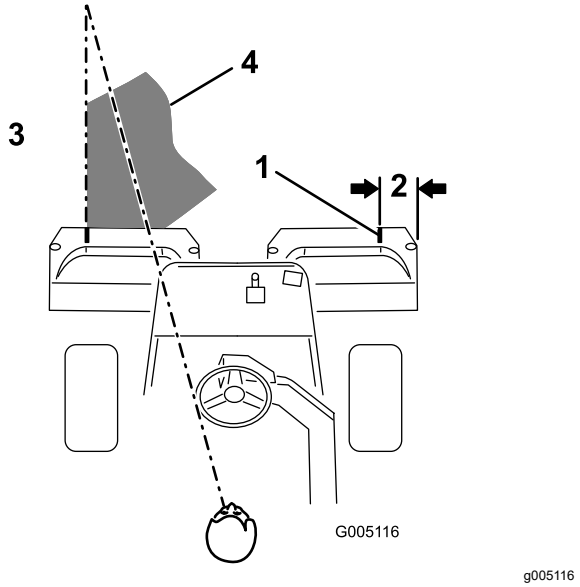

**Figur 28**
**Bemærk:** Forestil dig en lige sigtelinje ca. 1,8-3 m foran maskinen frem til kanten af den uklippede del af greenen (Figur 28) som hjælp til at bevare en lige linje på tværs af greenen og for at holde maskinen i en tilsvarende afstand fra kanten af den tidligere klipning. Medtag rattets ydre kant som en del af sigtelinjen, dvs. hold rattets kant på linje med et punkt, der altid holdes i samme afstand fra maskinens forende.